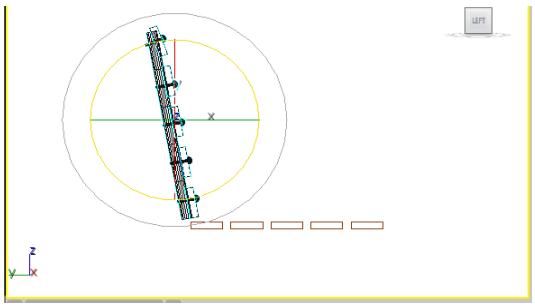

Figure 2-85 *The back support after being rotated in the Left viewport*
2. Move the cursor over the Z-axis, which is blue in color; the Z-axis turns yellow and becomes active. Now, press the left mouse button and drag the cursor counterclockwise to rotate the back support until the value in the **Z** spinner in the coordinate display becomes around **10**. Release the left mouse button; the *back support* group gets rotated, as shown in Figure 2-85.